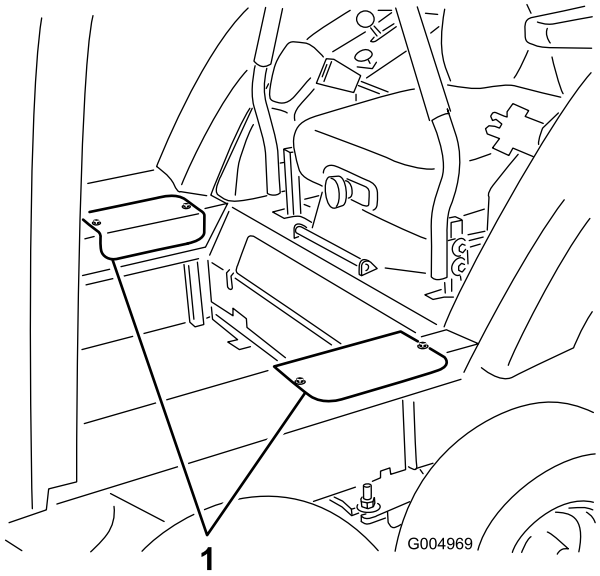

**Rysunek 74**
6. Odkręć dwie śruby mocujące pokrywy dostępowe z każdej strony, a następnie zdejmij pokrywy (Rysunek 74).